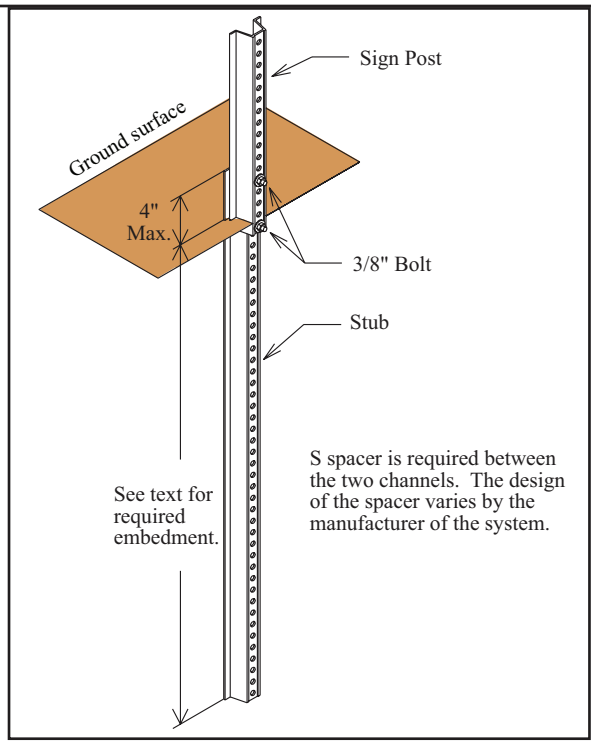

Figure J-6. Lap-splice/base bolted anchor
- Base-bolted sign post system using Franklin Flanged Channel (Figure J-6). Only one 4.0 lb/ft or up to three 2.0, 2.5, or 3.0 lb/ft posts may be installed within a 7-foot span. Posts must be embedded a minimum of 38 inches in strong soil or 60 inches in weak soil. When installed in weak soil, soil plate supplied by manufacturer must be used.
- Lap Splice™ U-Channel Breakaway System using either 3.0 lb/ft or 4.0 lb/ft Marion Steel Rib-Bak U-Channel Posts (Figure J-6). No more than 3 posts shall be mounted within a 7-foot span. The post shall be embedded into the ground a minimum of 36 inches. This support may be directly embedded in both weak and strong soils, however if the 4.0 lb/ft is used in weak soil, a soil plate must be used.